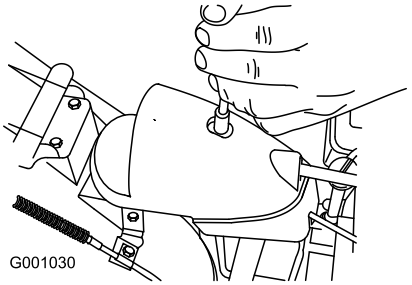

Figur 58
1. Ta bort fästanordningen på kåpan över kugghjulet (Figur 58), lyft upp kåpans främre del och skjut kåpan bakåt så att den inte är i vägen.